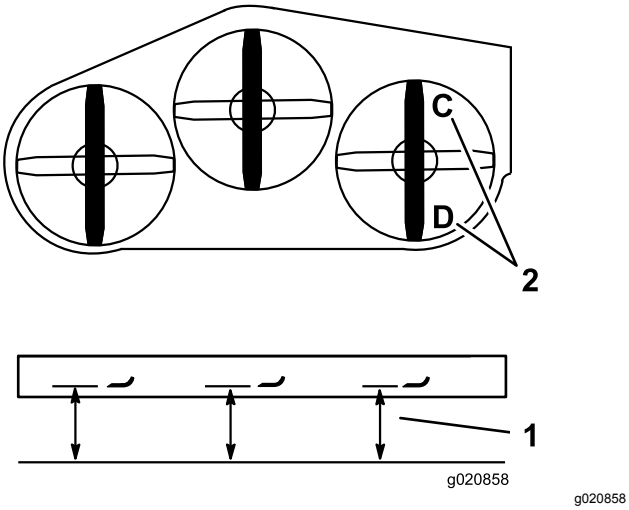

Bild 83
1. Stellen Sie das rechte Schnittmesser in Längsrichtung (Bild 83).
2. Messen Sie das rechte Messer an der Stelle **C** von einer ebenen Oberfläche bis zur Schnittkante der Messerspitze und notieren Sie den Wert (Bild 83).
3. Messen Sie das rechte Messer an der Stelle **D** von einer ebenen Oberfläche bis zur Schnittkante der Messerspitze und notieren Sie den Wert (Bild 83).
(Bild 83). Sollte die Einstellung nicht richtig sein, machen Sie mit den folgenden Schritten weiter.
2. Stellen Sie das rechte Schnittmesser in Längsrichtung (Bild 83).